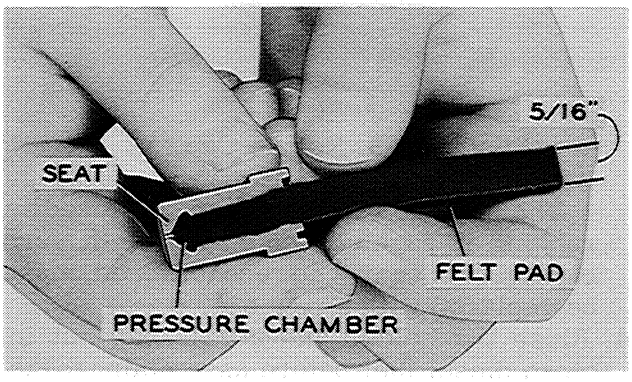

Figure I-35
10. Cut a piece of clean felt pad (CD-550 or CD-800 Tool Kit) approximately 5/16 inch wide, Figure I-35. Apply mutton tallow to the pad and remove any remaining deposit from the valve seat and pressure chamber area of the nozzle body.